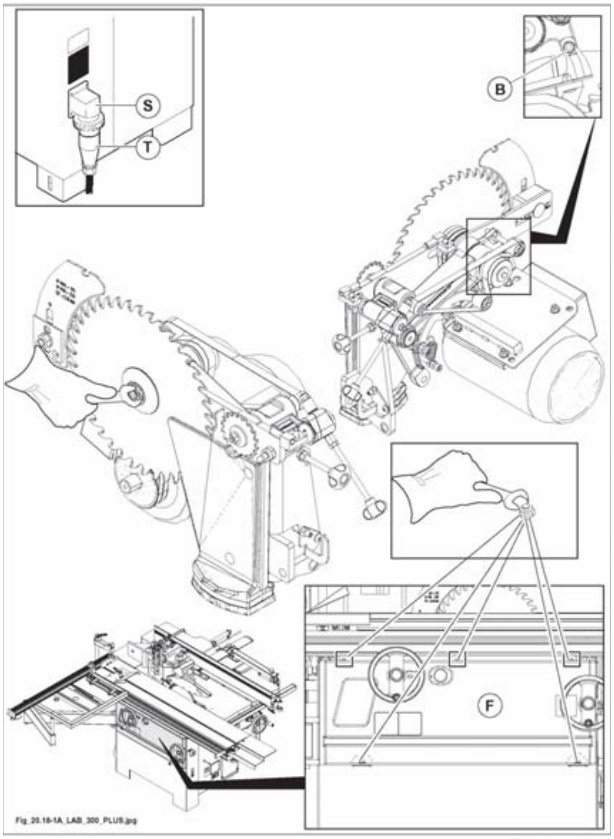

Fig. 20.18-1-A
- Smontare il carter frontale (F fig. 20.18-1-A).
- Allentare la vite (B fig. 20.18-1-A).
- Spingere il motore verso l'alto e serrare la vite (B fig. 20.18-1-A).
- Riallentare la vite (B fig. 20.18-1-A) e tensionare le cinghie (vedi Par. 20.23).
- Serrare la vite (B fig. 20.18-1-A).
- Rimontare il carter frontale (F fig. 20.18-1-A).